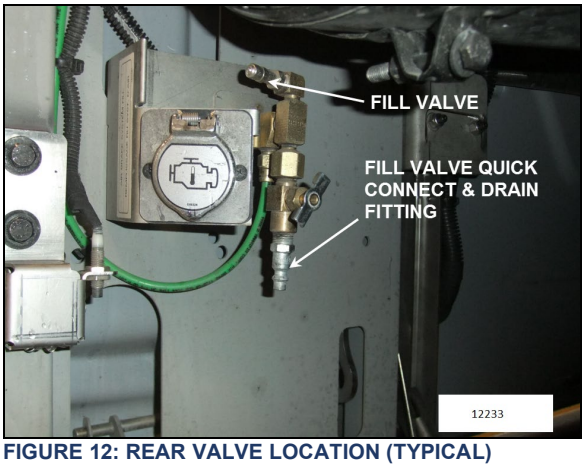

**FIGURE 12: REAR VALVE LOCATION (TYPICAL)**
The rear valve is located in the engine compartment and is accessible from engine compartment R.H. side door (Figure 12).
The air dryer and wet tank may be purged simultaneously for maintenance purposes using the drain cock on the emergency air system fill valve located in the engine compartment and accessible through the engine compartment R.H. side door (Figure 12).
5. Release air dryer pressure by opening the air dryer drain valve (Figure 12).